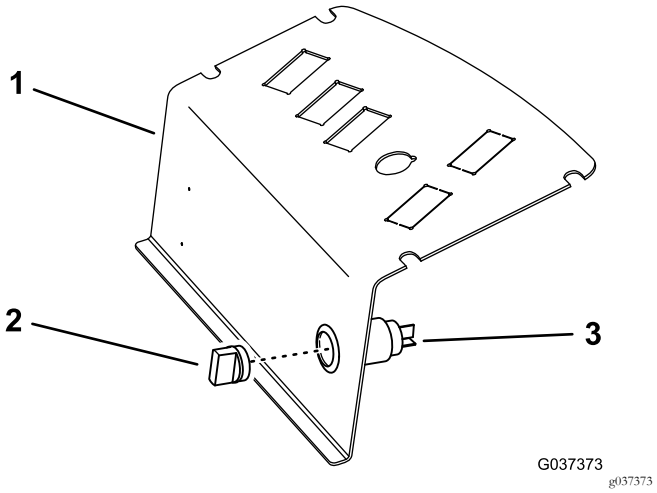

**Figuur 6**
8. Breng van de stoelzijde van het bedieningspaneel het aansluitpunt aan in het gat en bevestig met de buitenste huls. Breng de dop aan in het aansluitpunt (Figuur 6).